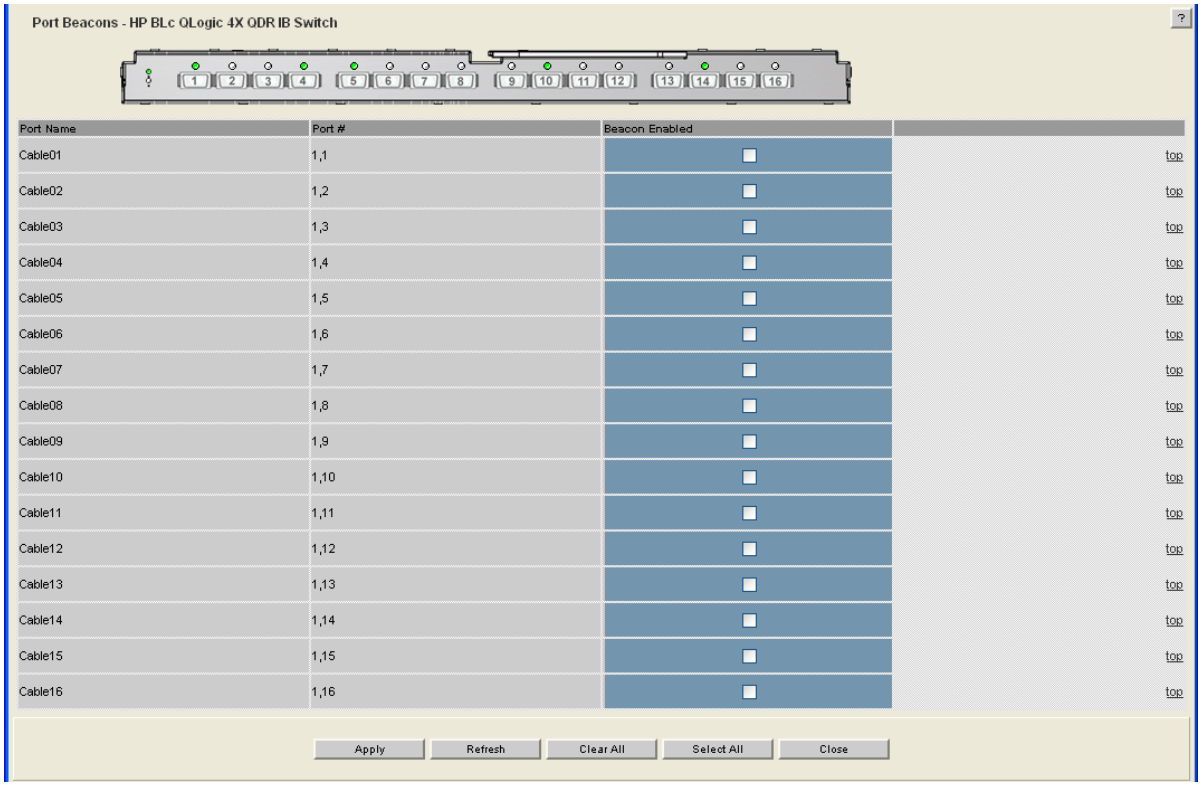

Figure 34 Port Beacon Screen
1. Click on **Port Beacon** under the **Port Stats** menu. The Port Beacon screen is displayed (Figure 34):